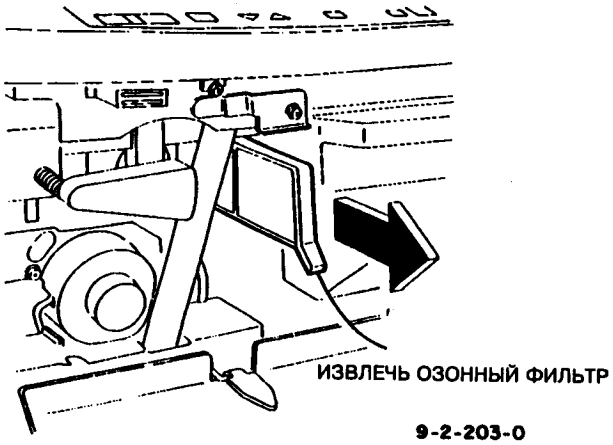

Рис.1 Снятие озонного фильтра
2. Извлечь озонный фильтр из машины (рис.1).